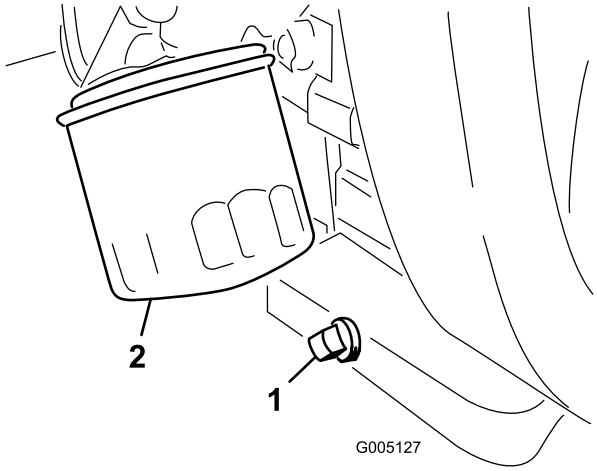

Figur 45
1. Afmonter den bageste aftapningsprop (Figur 45), og lad olien løbe ned i en drænbakke. Monter aftapningsproppen igen, når olien holder op med at løbe.
2. Fjern oliefilteret (Figur 45). Påfør et let lag ren olie på den nye filterpakning.